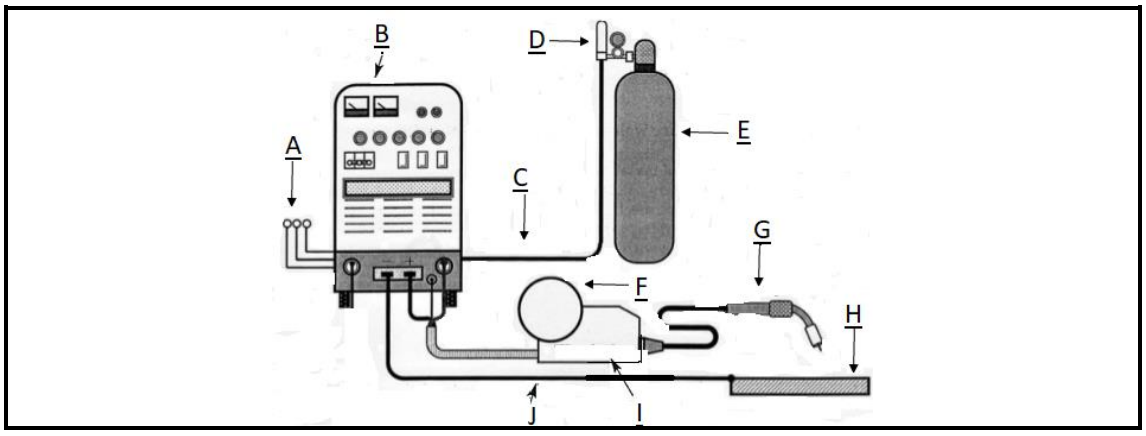

FIGUUR 1
Benoem enige VYF komponente van die GMAW-opstelling wat in FIGUUR 1 gewys word deur slegs die antwoord langs die letter (A–J) in die ANTWOORDBOEK te skryf. (5 × 1) (5)
3.5 Noem SES veiligheidsmaatreëls wat nagekom moet word wanneer elektriese toerusting hanteer word. (6)